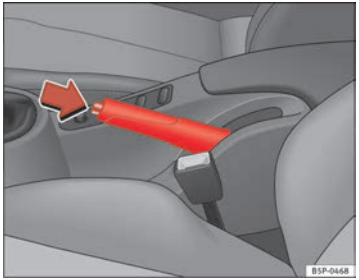

Fig. 149 Handbrake between the front seats
– Pull the handbrake lever up firmly ⇒ fig. 149.
– Pull the lever up slightly and press the release knob in the direction of the arrow ⇒ fig. 149 and guide the handbrake lever down fully ⇒ ⚠.